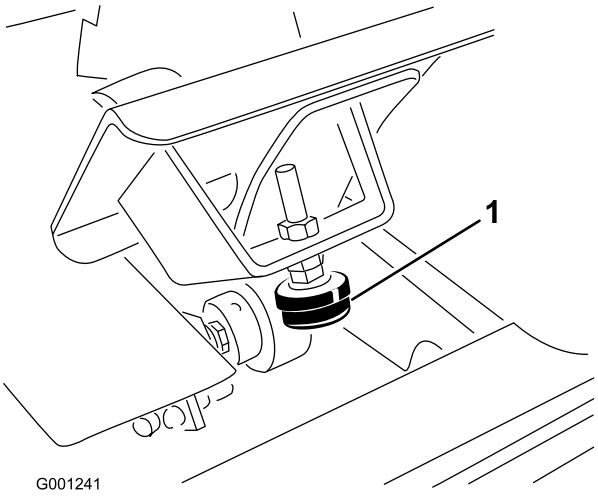

Figur 67
1. Kontroller justeringen av stopperen for trekkpedalen. Stopperen for pedalen (Figur 67) skal komme i lett kontakt med rammen før pumpen når full slaglengde.